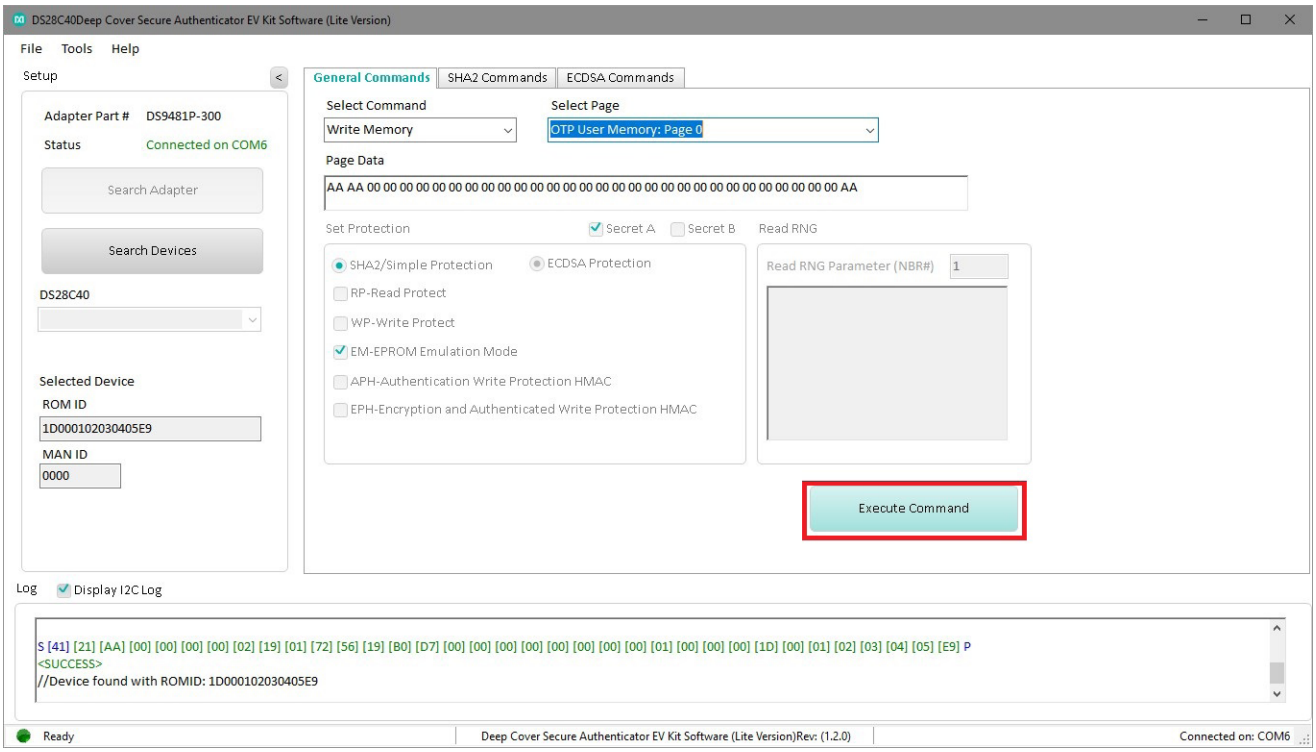

Figure 16. Execute Command
5) Click the **Execute Command** button (Figure 16). The I2C communication is displayed on the **Log** window and aids to understand how the command is executed.
8) Click the **Execute Command** button (Figure 16).